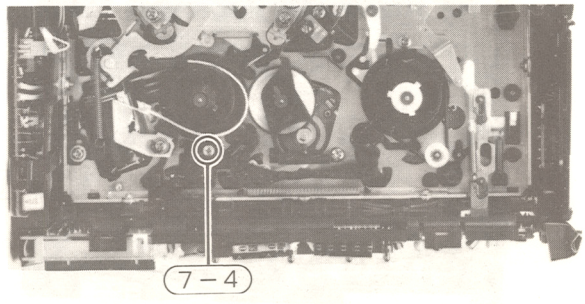

**Fig. 24 Safety Tab Switch**
**7. Safety tab switch (Fig. 24)**